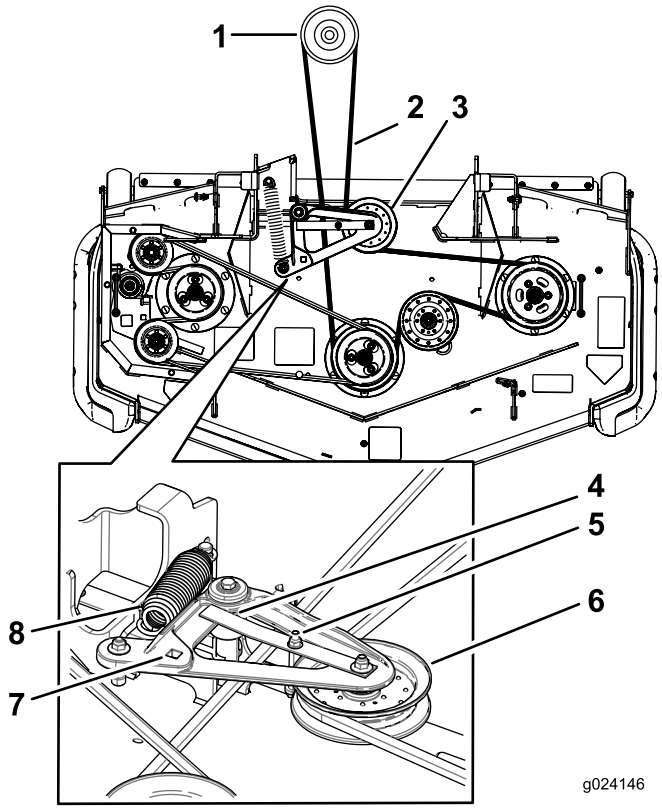

Figuur 71
10. Zet de ratelsleutel in de vierkante opening om de nieuwe riem rond de maaidekpoelies en de spanpoelies te leggen (Figuur 71).
6. Zet een ratelsleutel in de vierkante opening in de arm van de spanpoelie om de druk op de veer te verminderen (Figuur 71).
8. Til het lipje van de riemgeleider op en verwijder de oude riem (Figuur 71).
9. Bevestig de nieuwe riem rond de poelies van het maaidek en de koppelingspoelie onder de motor (Figuur 71).
10. Draai het lipje van de riemgeleider en zorg ervoor dat het tegen de naaf van het draaipunt komt Figuur 71.
11. Gebruik de ratelsleutel in de vierkante opening en plaats de veer van de spanpoelie (Figuur 71).